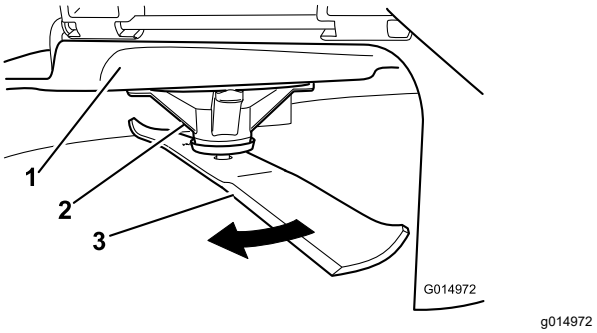

Figuur 101
2. Trek dikke handschoenen of andere adequate handbescherming aan en draai langzaam het mes in een stand die meting mogelijk maakt van de afstand tussen de maairand en het egale oppervlak waarop de machine staat (Figuur 101).